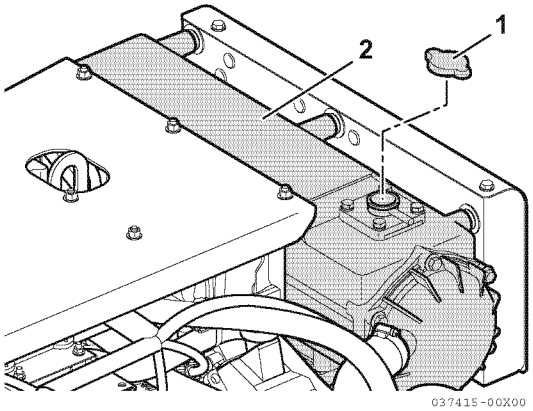

Figur 6
2. Lossa kyltankens påfyllningslock (1, **Figur 6**) för att minska trycket och ta därefter bort locket.
3. Fyll försiktigt på kylvätsketanken (2, **Figur 6**) för att undvika luftbubblor. Fyll på med kylvätska tills den tinner ut från påfyllningshålet.